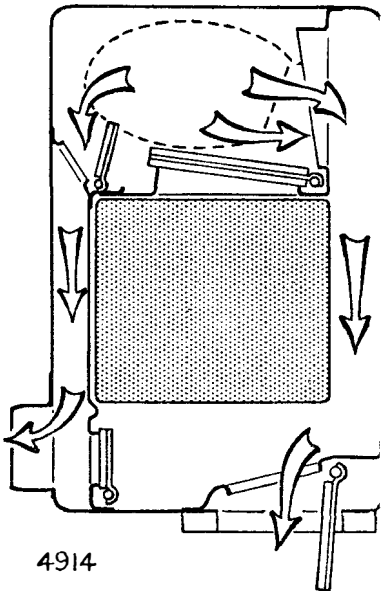

Fig. 5. *Air flow—Ventilation*
Moving to the "Demist" position opens valve (C) and cold air only is directed to the windscreen (Fig. 5).